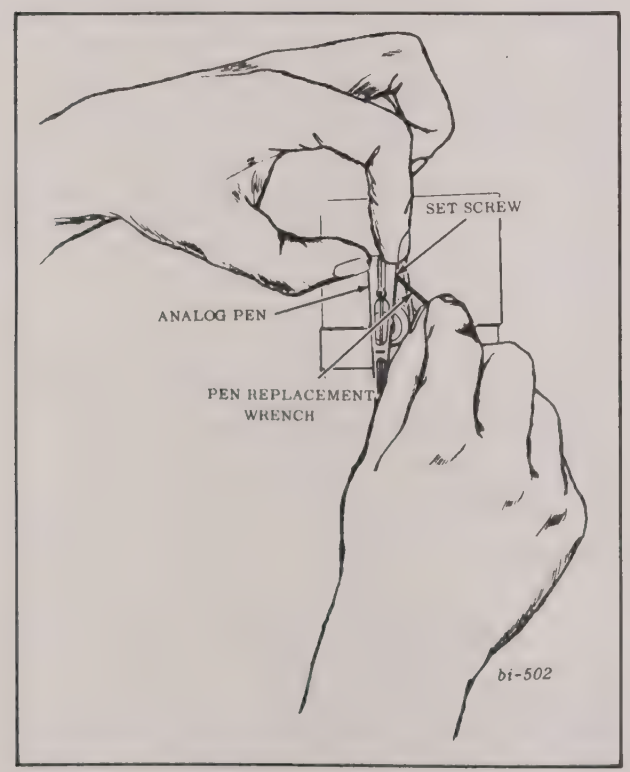

FIGURE 6-13 ANALOG PEN REPLACEMENT
4. Loosen set screw securing pen to drive arm hub using 0.033-inch wrench (1-120922-18). Set screw is located on side of hub (Fig. 6-13).